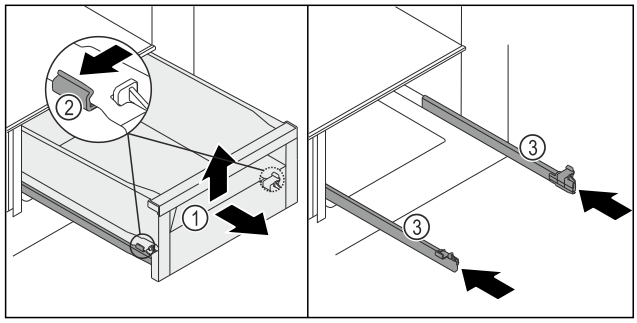

Fig. 116
- ▶ Pull the drawer *Fig. 116 (1)* out as far as it will go.
- ▶ Press the left and right clamps *Fig. 116 (2)* on the rails slightly outwards at the same time.
- ▷ Drawer *Fig. 116 (1)* detaches from the rails.
- ▶ Lift up the drawer *Fig. 116 (1)* forwards.
- ▶ Remove the drawer *Fig. 116 (1)* forwards.
- ▶ Push in the rails *Fig. 116 (3)*.